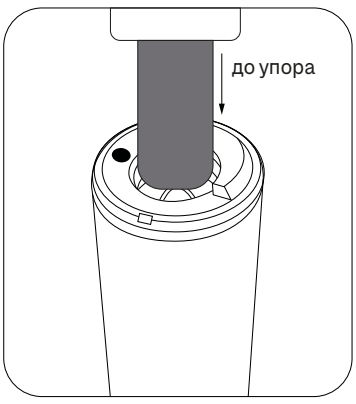

Рис.2
- Возьмите наконечник в руку головкой вниз, подайте смазку сильным нажатием со стороны подключения микромотора непрерывно в течении 2 секунд (рис.2). В случае наличии грязи на салфетке - повторить.